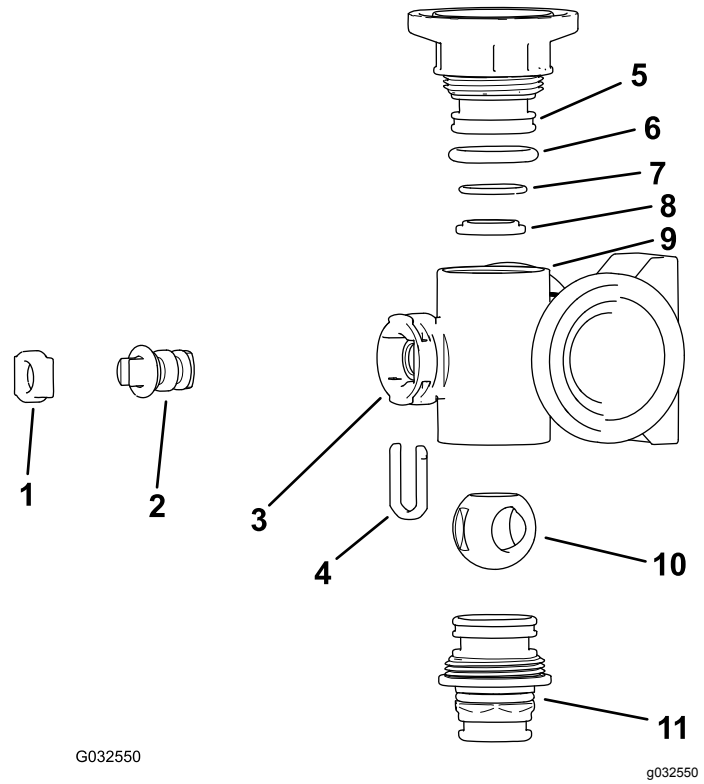
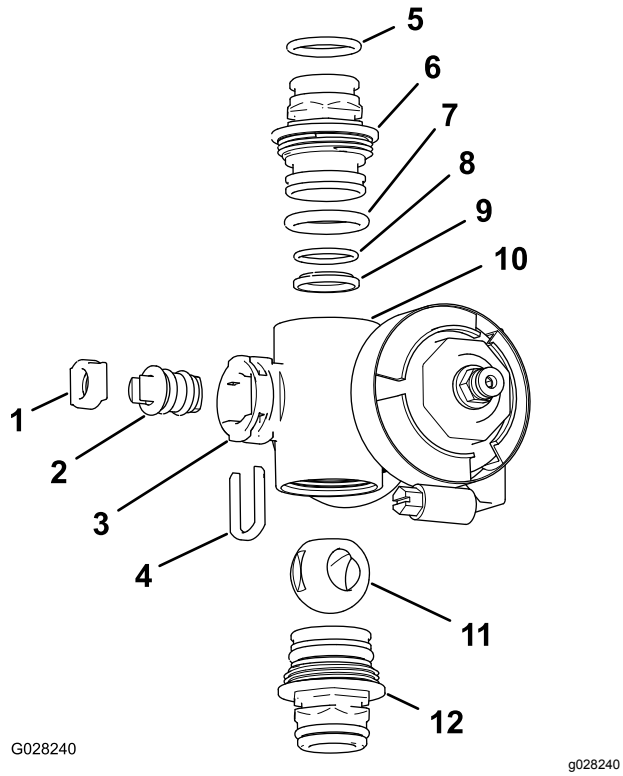

Figur 112
Figur 113
2. Fjern de to kappkoblingsenhetene fra hver ende av manifoldkroppen (Figur 112 og Figur 113).
4. Fjern stammeholderen fra slissene i manifoldets stammeport (Figur 112 og Figur 113).
5. Fjern stammeholderen og ventilstammesetet fra manifoldet (Figur 112 og Figur 113).
6. Ta ut ventilstammeenheten fra ventilkroppen (Figur 112 og Figur 113).
1. Se etter skader og slitasje på uttaksnippel-O-ringene (bare på seksjonsventilmanifolden), kappkobling-O-ringene, de bakre O-ringene og kuleskålen (Figur 112 og Figur 113).
2. Smør fett på ventilstammen og før den inn i ventilstammesetet (Figur 112 og Figur 113).
3. Monter ventilstammen og setet på manifoldet, og fest dem med stammeholderen (Figur 112 og Figur 113).
4. Påse at den bakre O-ringen og kuleskålen er på linje med og plassert i kappkoblingen (Figur 112 og Figur 113).
5. Monter kappkoblingenheten på manifoldkroppen slik at flensen på kappkoblingen rører manifoldkroppen (Figur 112 og Figur 113), og drei kappkoblingen 1/8 til 1/4 omdreining til.